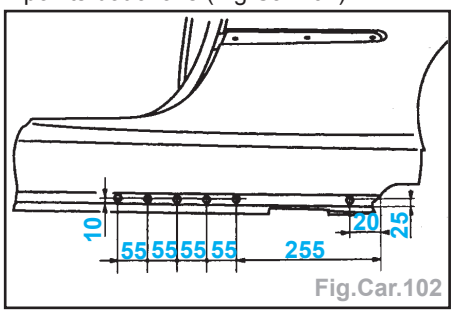

Fig.Car.102
- Percer sur le pourtour de l'aile, des trous de Ø 6,5 mm pour soudage ultérieur par points bouchons (Fig.Car.102).